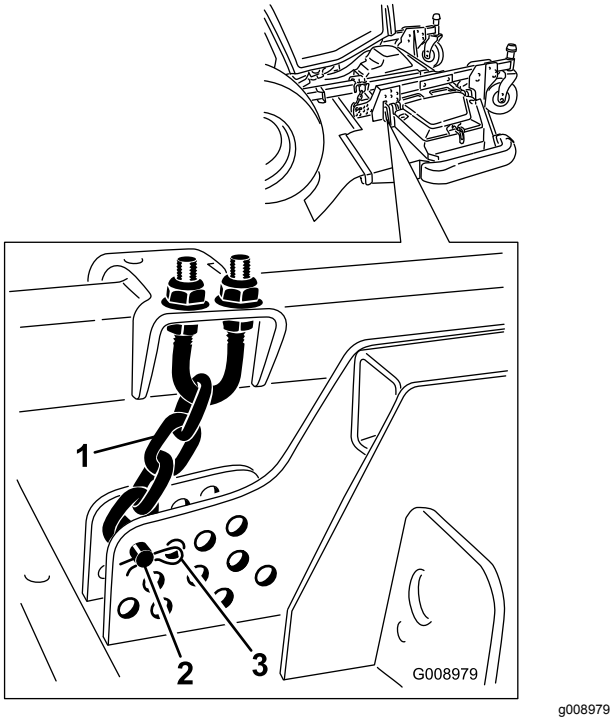

Figur 124
4. Fjern låseclipsen og gaffelbolten, som fastgør klippehøjdekæderne til plæneklipperskjoldets bageste del (Figur 124).